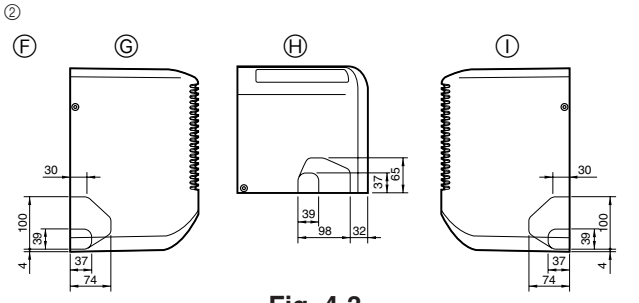

Fig. 4-3
② Définir la position des orifices à dégager sur le corps de l'appareil (Fig. 4-3)